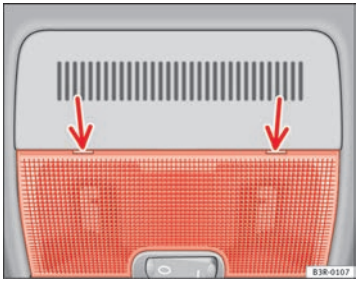

Fig. 82 Detail of headliner: Points for applying screwdriver
- Carefully insert the flat end of a screwdriver (from the vehicle's tool kit) at the rear of the glass cover on the interior light ⇒ page 113, fig. 82.